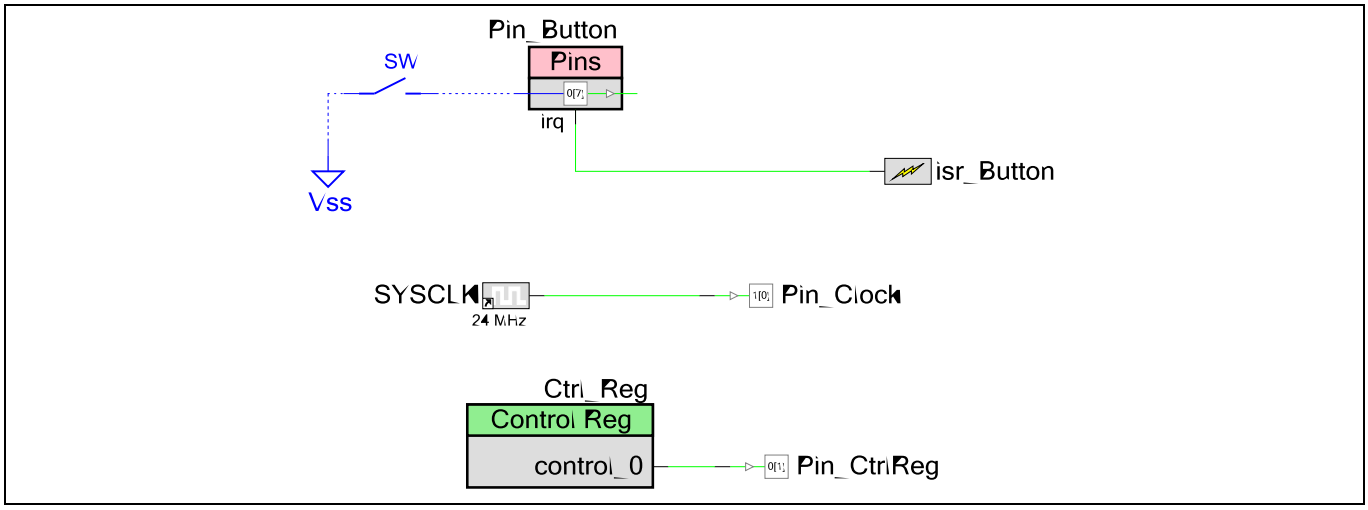

Figure 81 ディープスリープ終了時のグリッチを回避
2. 以下の表のように各コンポーネントを設定してください。**Figure 81** に示すように、コンポーネントを接続してください。